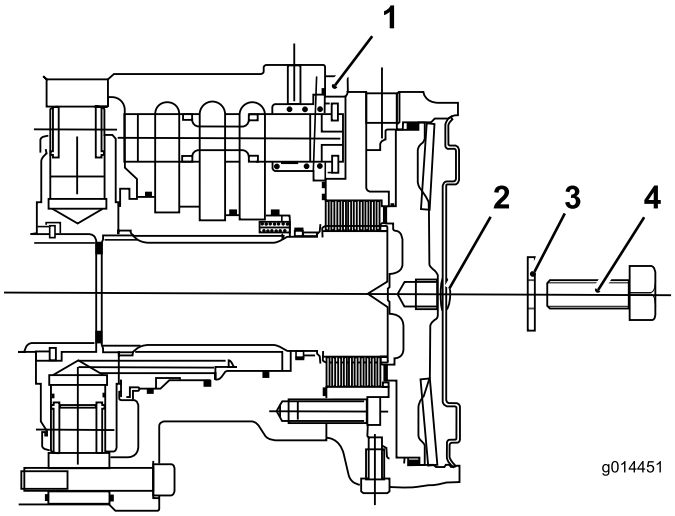

Figur 44
C. Monter sekskantpluggen i motorendeplaten (Figur 44).